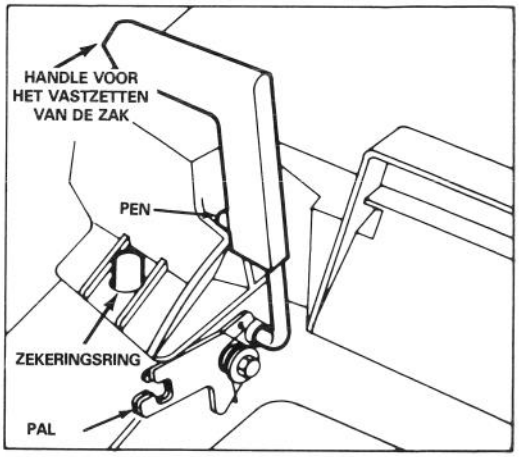

Afbeelding 12
3. HET INSTALLEREN VAN DE ZAK — Schuif de opening van de zakframe over de zekeringsring op de huizing (Afb. 12) en plaats de achterkant van de zakframe op de beneden handle.
4. Trek de deurhandle van de afvoerkoker naar voren totdat de sluitpen de pal loslaat en trek daarna de handle naar achteren, totdat de pen in de zakklink valt (Fig 12). De deur van de afvoerkoker in de maaier is nu open. Soms is het nodig om de rechter bovenkant van de zakopening naar beneden te drukken om de handle los te maken.